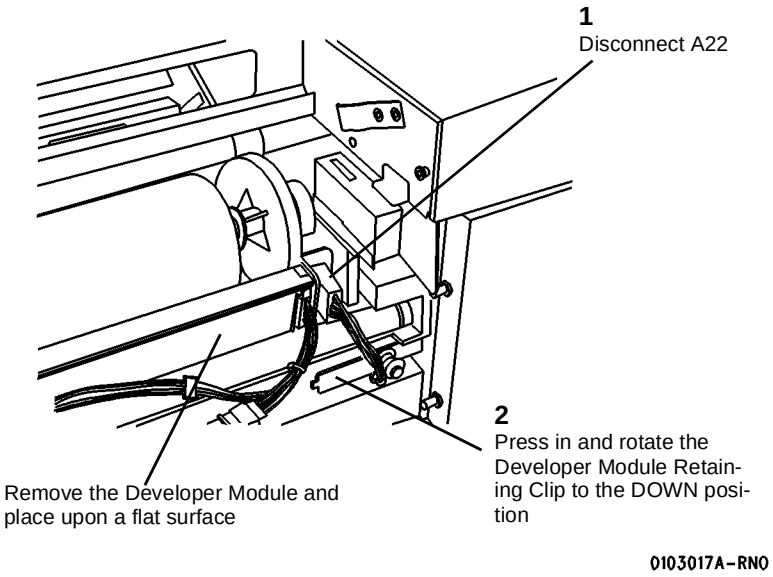

**Figure 8 Preparing to Remove the Developer Module**
14. ( Figure 8 ): Remove the Developer Module.